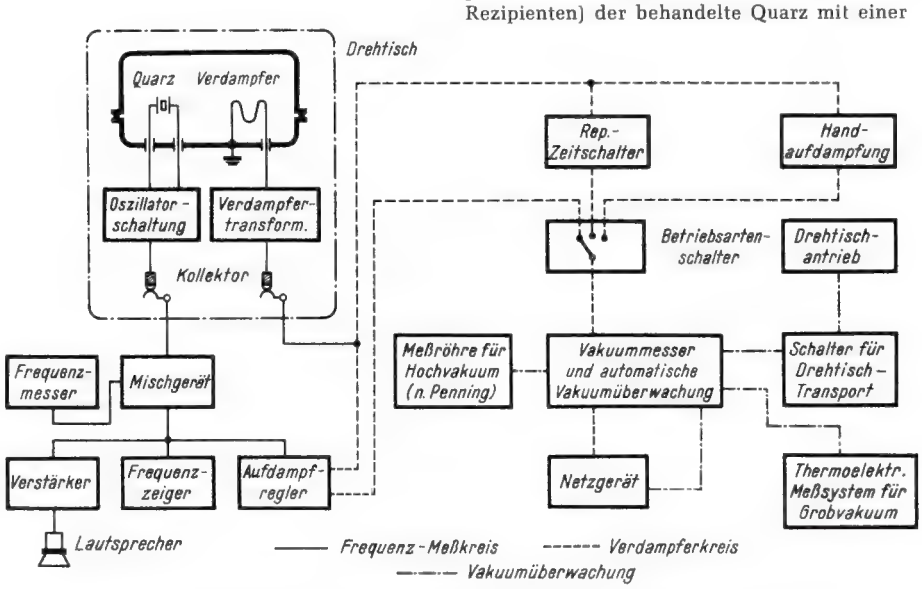

*Bild 7. Blockschaltbild der von Telefunken entwickelten Quarz-Aufdampfanlage*
*Bild 7* zeigt das Blockschaltbild der von Telefunken entwickelten Aufdampfanlage, *Bild 8* die vollständige Anlage mit dem Drehtisch und seinen drei Vakuum-Rezipienten in der Mitte. Dieser ist in Bild 7 links oben angedeutet. Quarz und Verdampferanlage befinden sich im Rezipienten unter Vakuum, und das Aufdampfmetall hängt an einem U-förmig gebogenen Molybdändrähtchen. Das Verdampfen erfolgt bei einer Temperatur von 1000...1500° C des Molybdänfäddchens, das aus einem Verdampfertransformator mit maximal 30 A geheizt wird.
Oszillatorschaltung zum Schwingen gebracht wird; seine Frequenz wird mit dem Präzisionsfrequenzmesser (Type FM 312/1, links neben dem Drehtisch in Bild 8) genau überwacht. Allerdings ist der Frequenzmesser nicht auf die Sollfrequenz des Quarzes eingestellt, sondern 111 Hz darunter. Die Quarz- und die Frequenzmesser-Frequenz treffen sich im Mischgerät (vgl. Bild 7), und es bildet sich die Differenzfrequenz $\Delta f$, die sich während des Aufdampfungsvorganges programmgemäß Null nähert. 1000 Hz vorher verringert der über eine Automatik gesteuerte Aufdampfregler die Verdampfertemperatur und damit die Geschwindigkeit des Vorganges selbst. Sobald $\Delta f = 111$ Hz erreicht ist, wird das Aufdampfen durch eine magnetische Blende unterbrochen, denn der Quarz hat nunmehr seine Sollfrequenz.
*Bild 8. Gesamtansicht der in Bild 7 skizzierten Aufdampfanlage. In der Mitte Drehtisch mit drei Rezipienten, links Präzisionsfrequenzmesser 1 kHz...300 MHz, Genauigkeit $1 \cdot 10^{-7}$, rechts Automatik, im Tisch Vakuumpumpen und Stromversorgung*